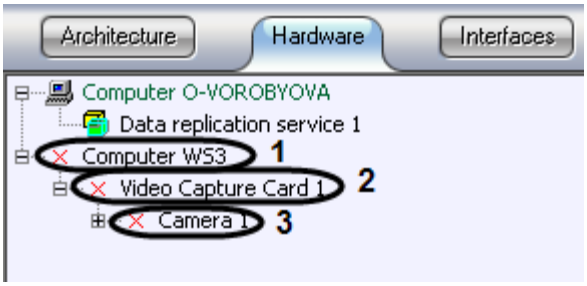

Figure 8.15-3 Configuration of Target objects tree
1. In the “Hardware” tab of the “System settings” dialog box create the “Computer” objects with the names corresponding to the names of Sources from which the archive records are to be copied (Figure 8.15-3).
2. Under the “Computer” object create the “Video Capture Card” objects with the names that correspond to the same names on Sources (Figure 8.15-3, 2).
3. Under the “Video Capture Card” objects create the “Camera” objects with numbers corresponding to the camera numbers the archive records from which are to be copied from Sources (Figure 8.15-3, 3).